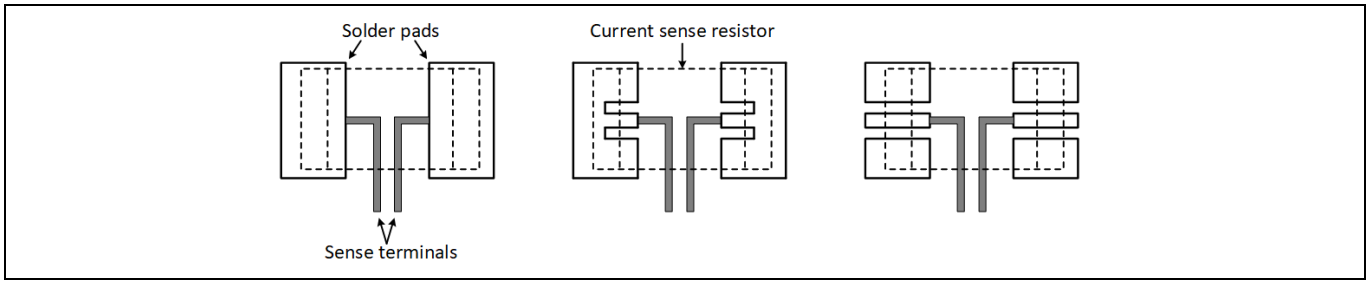

Figure 6 Examples of Kelvin connection for current sense resistor
1. Use Kelvin connection for each pad of the current sense resistors. Figure 6 shows a few examples of Kelvin connection